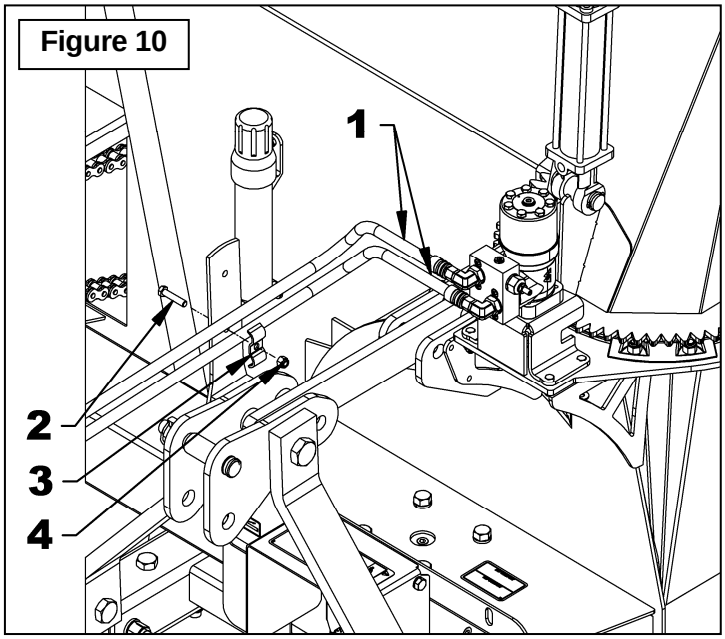

Figure 10
1. **Figure 10:** Install the hydraulic motor hoses of the chute (item 1) on the hose support in the lower hole.
2. **Figure 10:** Attach the hose clamp using a 3/8"NC x 1 3/4" bolt and a 3/8"NC nylon insert lock nut (items 3-4-5).